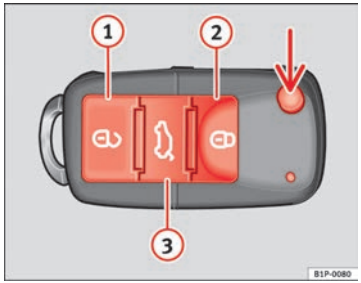

Fig. 46 Teclas de la llave con mando a distancia
Con la tecla ⇒ fig. 46 (flecha) del mando, se desbloquea el paletón de la llave.
Desbloqueo del vehículo ⇒ fig. 46 (1).
Bloqueo del vehículo ⇒ fig. 46 (2).
Desbloqueo del portón trasero. Pulse la tecla ⇒ fig. 46 (3) hasta todos los intermitentes del vehículo parpadeen brevemente. Al pulsar la tecla de desbloqueo (3), dispone de 2 minutos para abrir el portón. Una vez transcurrido este tiempo se bloqueará de nuevo.
– Pulse la tecla 🔓 (2) ⇒ fig. 46 del mando a distancia.
– Pulse la tecla 🔒 (1) ⇒ fig. 46 del mando a distancia.